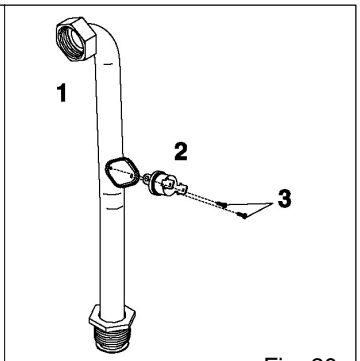

Fig. 20
6.11 HIGH LIMIT THERMOSTAT (fig. 20)